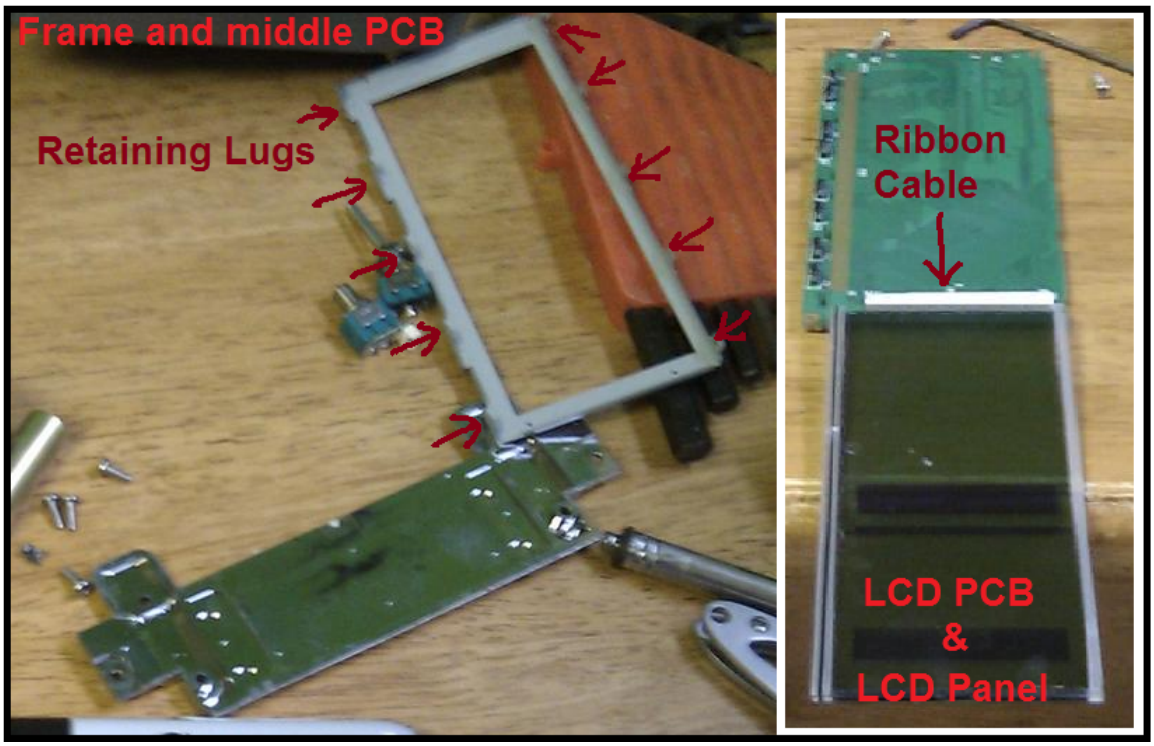

Figure 29 Complete disassembly of middle PCB and LCD Panel
4. Remove the metal shield by carefully bending the retaining lugs (see Figure 29)
5. Very carefully flip the exposed LCD over to one side so it is off the PCB. It will still be attached to the PCB by a short ribbon cable at one end, be extremely careful not to damage this cable (see Figure 29).